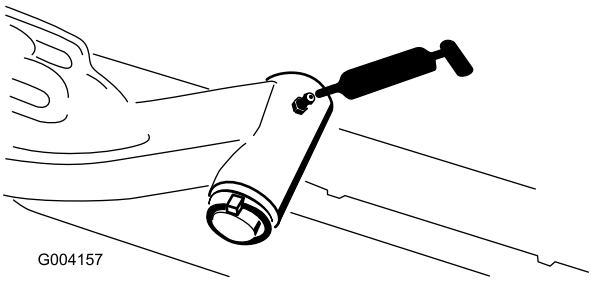

**Figuur 45**
- As van draaipunt van hefarmen (1 elk) (Figuur 45)